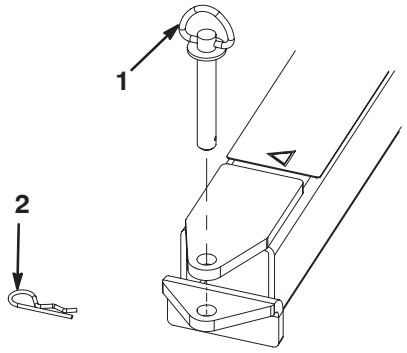

Bild 8
4. Schließen Sie die Anbauvorrichtung der Kehrmaschine mit dem Kupplungsstift und dem R-Splint an die Anhängerkupplung der Zugmaschine an (Bild 8).